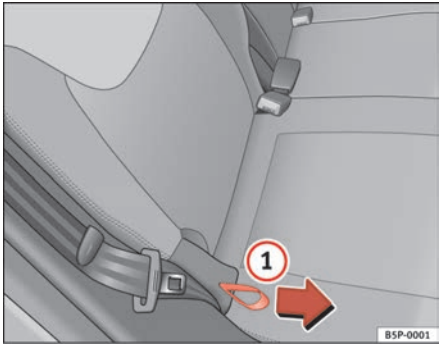

Fig. 98 Rear seat backrest angle adjustment ▶
– Hold the backrest at the top. Pull the loop on the side of the seat ⇒ page 132, fig. 98 (1) in the direction of the arrow and hold the loop in this position. Push the backrest to the required position and release the loop.